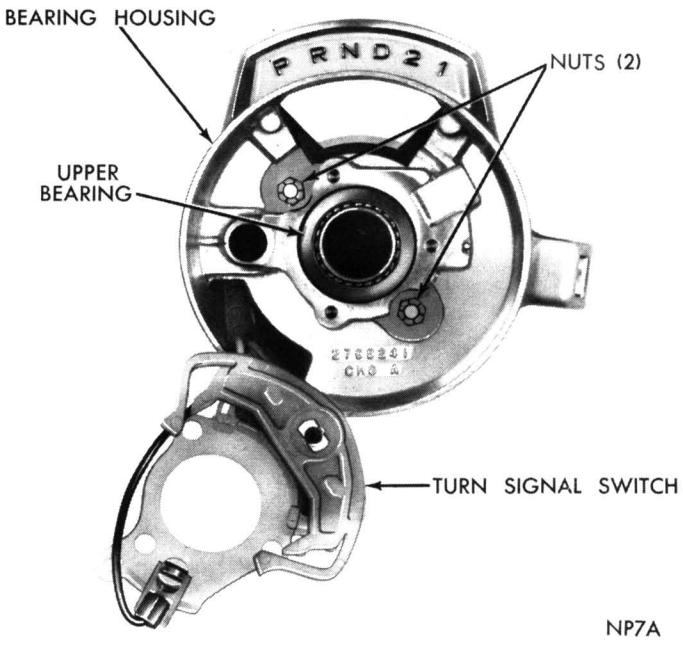
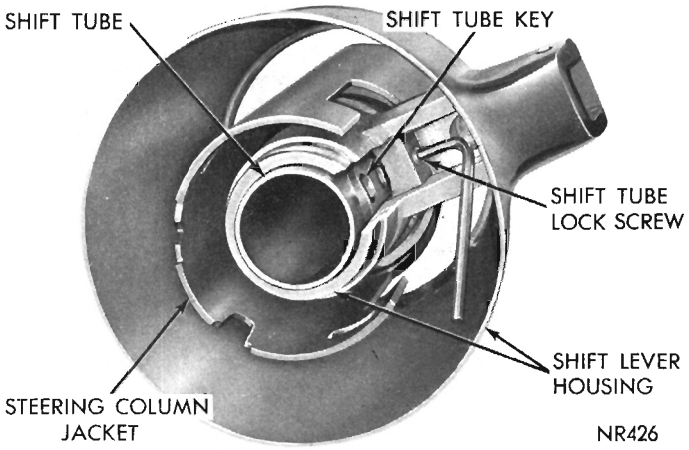

Fig. 8—Removing or Installing Bearing Housing
Fig. 11—Removing or Installing Gearshift Tube Lock Screw
(9) Remove the two bearing housing retaining nuts (Fig. 8 or 9). Unsnap dial pointer from lug on gearshift housing, if so equipped. Take bearing housing
(11) Loosen gearshift tube lock screw in gearshift housing with an allen wrench (Fig. 11), then carefully lift housing and spring washer off gearshift tube. **Do not bump or hammer on housing or gearshift tube to remove.**
(12) Slide gearshift tube out of jacket and remove floor plate assembly from the jacket.
(4) With turn signal wiring threaded through bearing housing, install the assembly while guiding wiring through gearshift housing. Position bearing housing on end of jacket engaging the bolt heads in slots in jacket, then tighten the two retaining nuts to 50 inch-pounds (Fig. 8 or 9).
(5) Lubricate floor plate O-ring with a soap solution or rubber lubricant and slide floor plate assembly on steering column. **The floor plate assembly must be installed before installing shift tube and lever.**
(6) With dust washer installed on gearshift tube, slide the assembly into jacket. Guide upper key of tube into gearshift housing. Press it firmly into housing, **with hand pressure, and tighten lock screw** (Fig. 11).
(7) Place insulator over column upper bearing and install assembly into bearing housing bore (Fig. 8 or 9). Use a soap solution or rubber lubricant to ease installation.
(8) Install bearing and support into lower end of
(10) Position turn signal switch in bearing housing, install switch retainer plate (And dial lamp if so equipped) and secure with the three screws. **On models with shift dial on bearing housing** (Fig. 8) guide pointer over dial, then snap base of pointer on lug provided on gearshift housing.